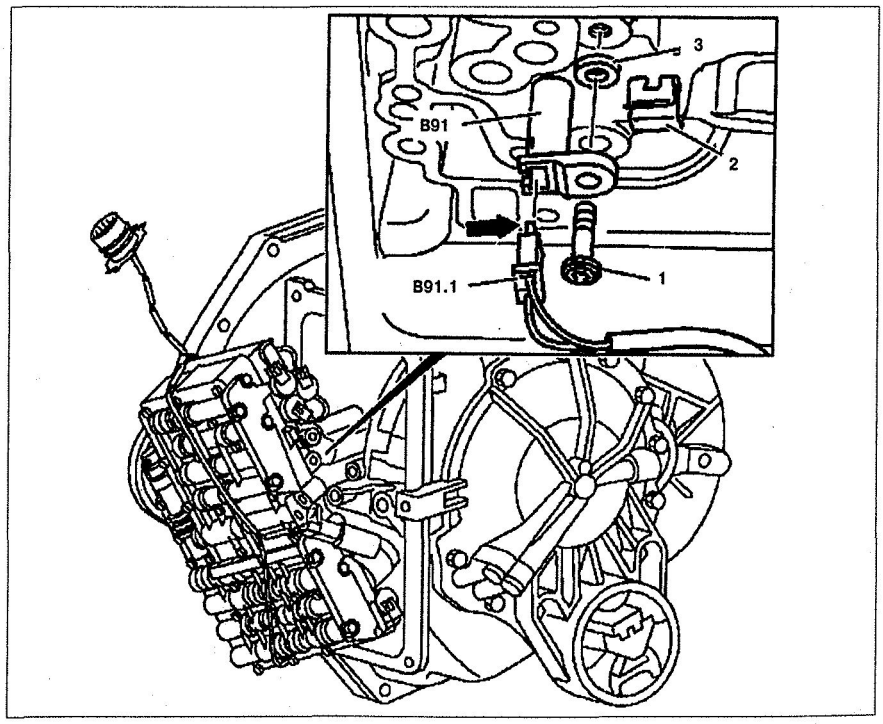

Рис. 6.65. Индуктивный датчик частоты вращения ведомого вала АКПП (автомобили с двигателями 111, 601 и 611.980):
1. Снимите электрогидравлический блок. Разъем проводки **B91.1** не может быть отсоединен до тех пор, пока датчик **B91** не будет снят (см. рис. 6.65).